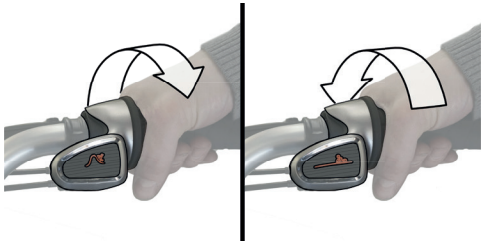

Afbeelding 27: Schakelen naar een lichtere (lagere) of zwaardere (hogere) versnelling
a. Schakel naar een lagere versnelling (voordat u wegrijdt of bergopwaarts rijdt) door de draaiversteller **83** of **117** traploos met de wijzers van de klok mee te draaien (zie afbeelding 27).
Wanneer u een draaiversteller met handgreepindicator hebt, verandert het beeld op de handgreepindicator 83 van een fiets op een vlakke(re) ondergrond naar een fiets op een heuvel (zie afbeelding 27).
b. Schakel naar een hogere versnelling (wanneer u hard rijdt of bergafwaarts rijdt) door de draaiversteller **83** of **117** traploos tegen de wijzers van de klok in te draaien (zie afbeelding 27).
Wanneer u een draaiversteller met handgreepindicator hebt, verandert het beeld op de handgreepindicator 83 van een fiets op een heuvel naar een fiets op een vlakke(re) ondergrond (zie afbeelding 27).